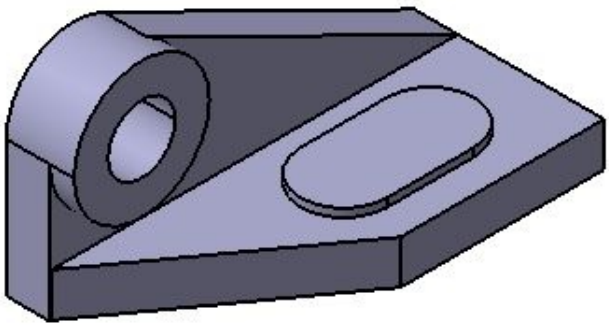

Figure 5-79 *Model after creating the fifth feature*
3. Invoke the **Pocket Definition** dialog box and remove the material using the **Up to last** option in the **Type** drop-down list of the dialog box. Next, choose the **OK** button from the dialog box. The model after creating the fifth feature is shown in Figure 5-79.